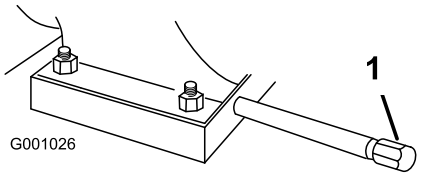

Figur 52
1. Rengør området omkring olieaftapningsdækslet (Figur 52).